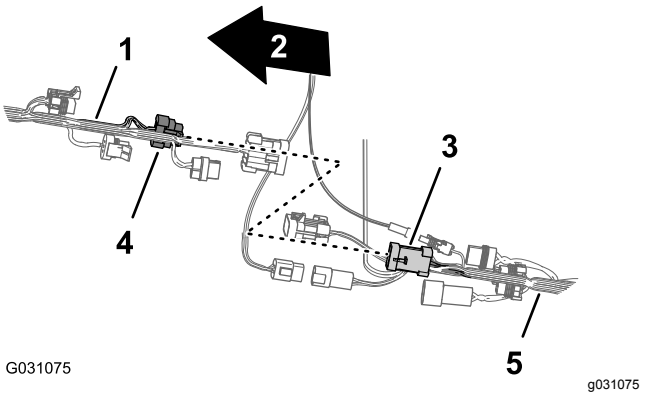

Figur 89
3. Anslut kontakten med åtta stift på sprutarkablagekopplingens främre kablage till kontakten med åtta uttag på hastighetsomkopplarens bakre kablage (Figur 89).